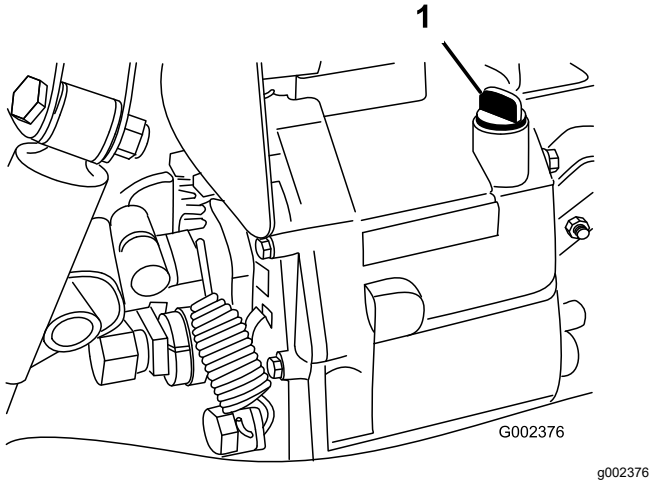

図 69
4. ディップスティック取り付け部の周辺をきれいにぬぐう図 69。